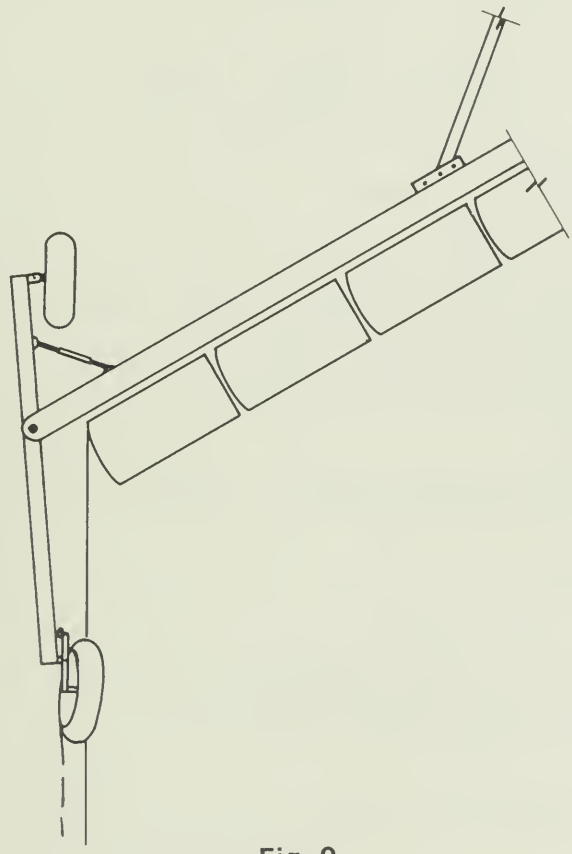

Fig. 9
4. La roue-guide arrière roule sur le terrain non travaillé (voir fig. 9).